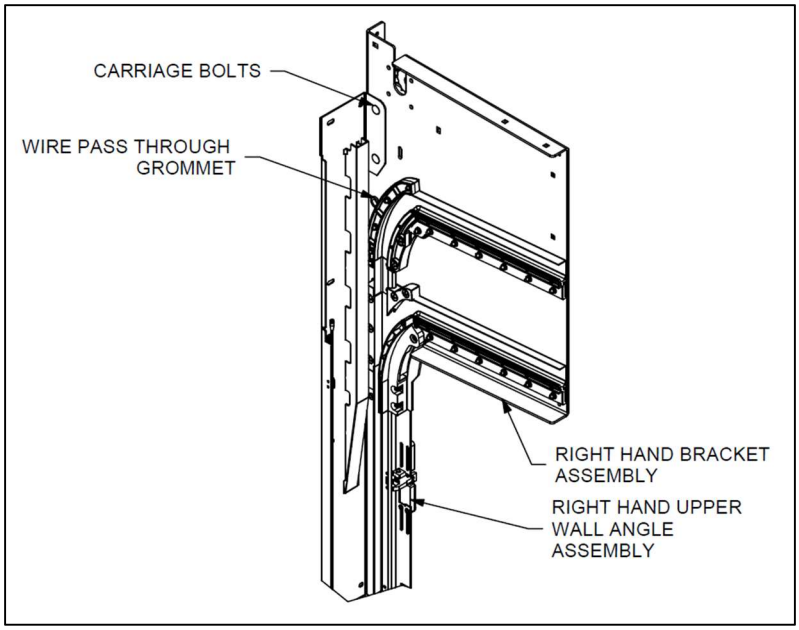

***Figure 6 - WIRING HARNESS PATH***
17. As the bracket is being installed, run both sensor wiring harness extensions through grommet hole in bracket displayed in **Figure 6**.